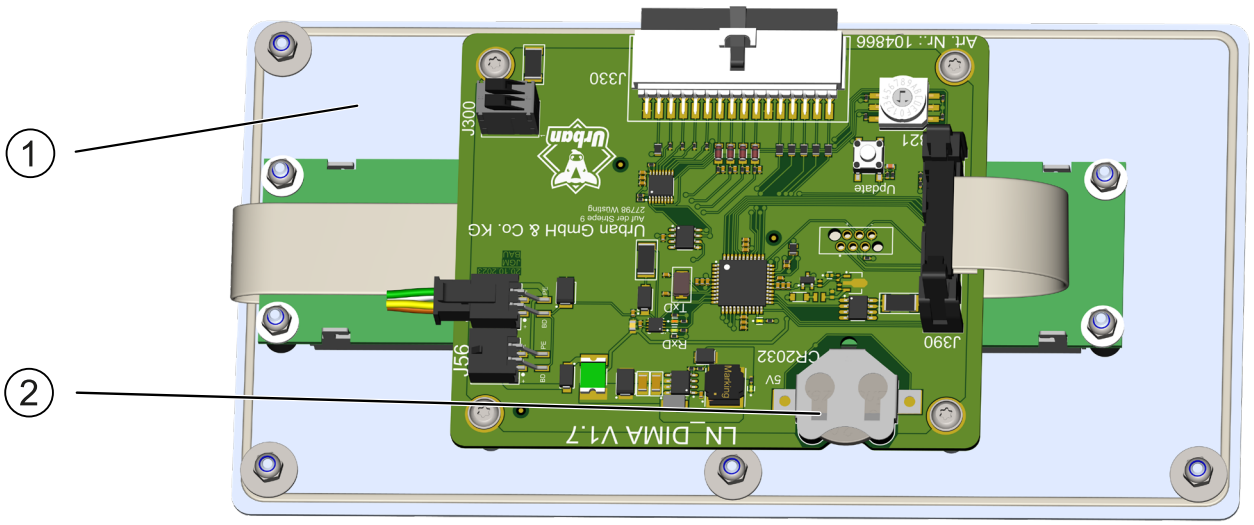

Afbeelding 30: Vervangen van de batterij voor de datum/kloktijd
Wanneer het display een onjuiste datum en kloktijd weergeeft, moet de batterij ① op de printplaat aan de onderkant van het bedieningspaneel ② worden vervangen zie Afbeelding 30 “Vervangen van de batterij voor de datum/kloktijd”, op pagina 87).